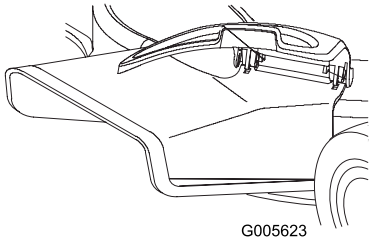

Figura 27
2. Levante a tampa da abertura lateral (Figura 27).
3. Encaixe a calha por cima da abertura com as ranhuras da calha alinhadas com as patilhas por baixo da tampa (Figura 27).